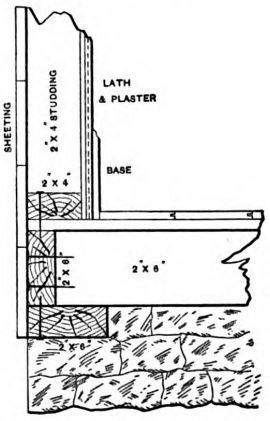

Fig. 3.—*Another Method of Framing Sills.*
H.," for the reason that it does not take up as much of the studding, while it brings the floor down to the top of the sill. The sketches which I send herewith show the method so clearly that further explanation does not appear to be necessary. It will readily be seen that the sill is ratproof, and also shuts off the draft. Fig. 1 of the sketches shows a view of the side sill, while Fig. 2 represents the end sill. Fig. 3 illustrates the way I was taught to frame a sill when I commenced to learn the trade, but I do not like this style as well as that previously referred to. I would like to hear from others on the sill framing question.